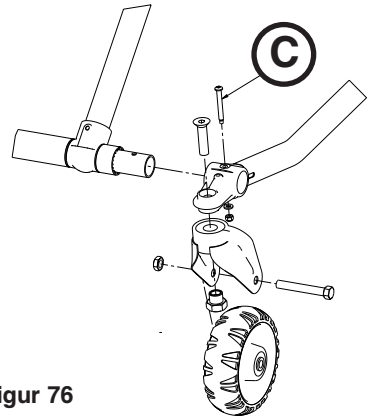
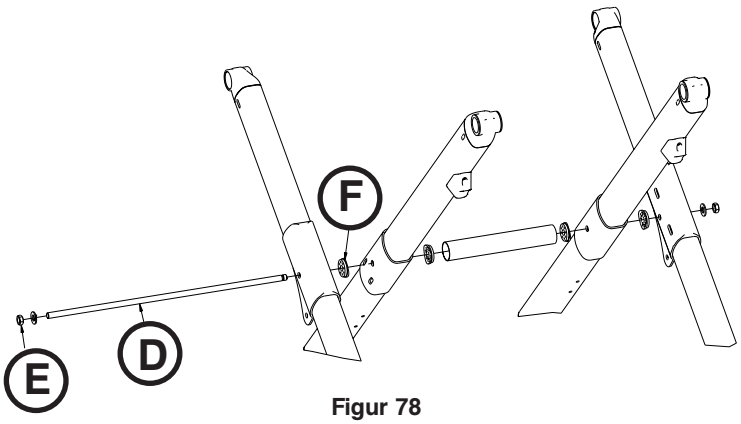

Figur 76
Figur 78
4. Brug en 3/8" og en 7/16" stjernegaffelnøgle til at fjerne alle fire hjulmonteringsbolte (C), som fastgør de ydre løfterørsenheder til hjulrørene (Figur 76).
5. Brug to 9/16" stjernegaffelnøgler og en gummihammer til at fjerne bundrammens forbindelsesstang (D) og sekskantede centerlåsemøtrik (E).
Bemærk: Gem de lejer (F), som falder ud (Figur 78).